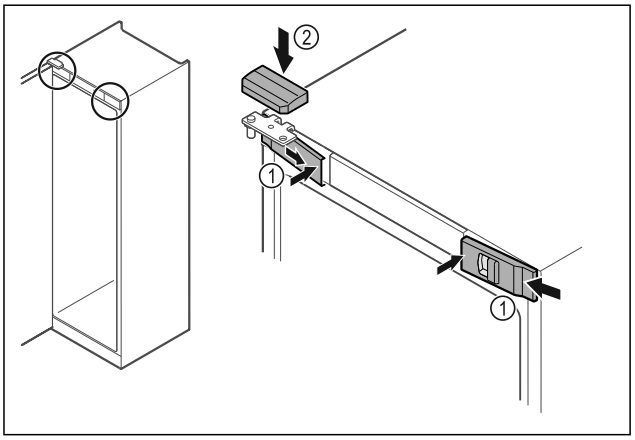

Fig. 45
▶ Acroșați apărătorile frontale *Fig. 45 (1)* lateral și fixați-le în poziție la interior.
▶ Fixați în poziție apărătoarea superioară *Fig. 45 (2)* de sus.